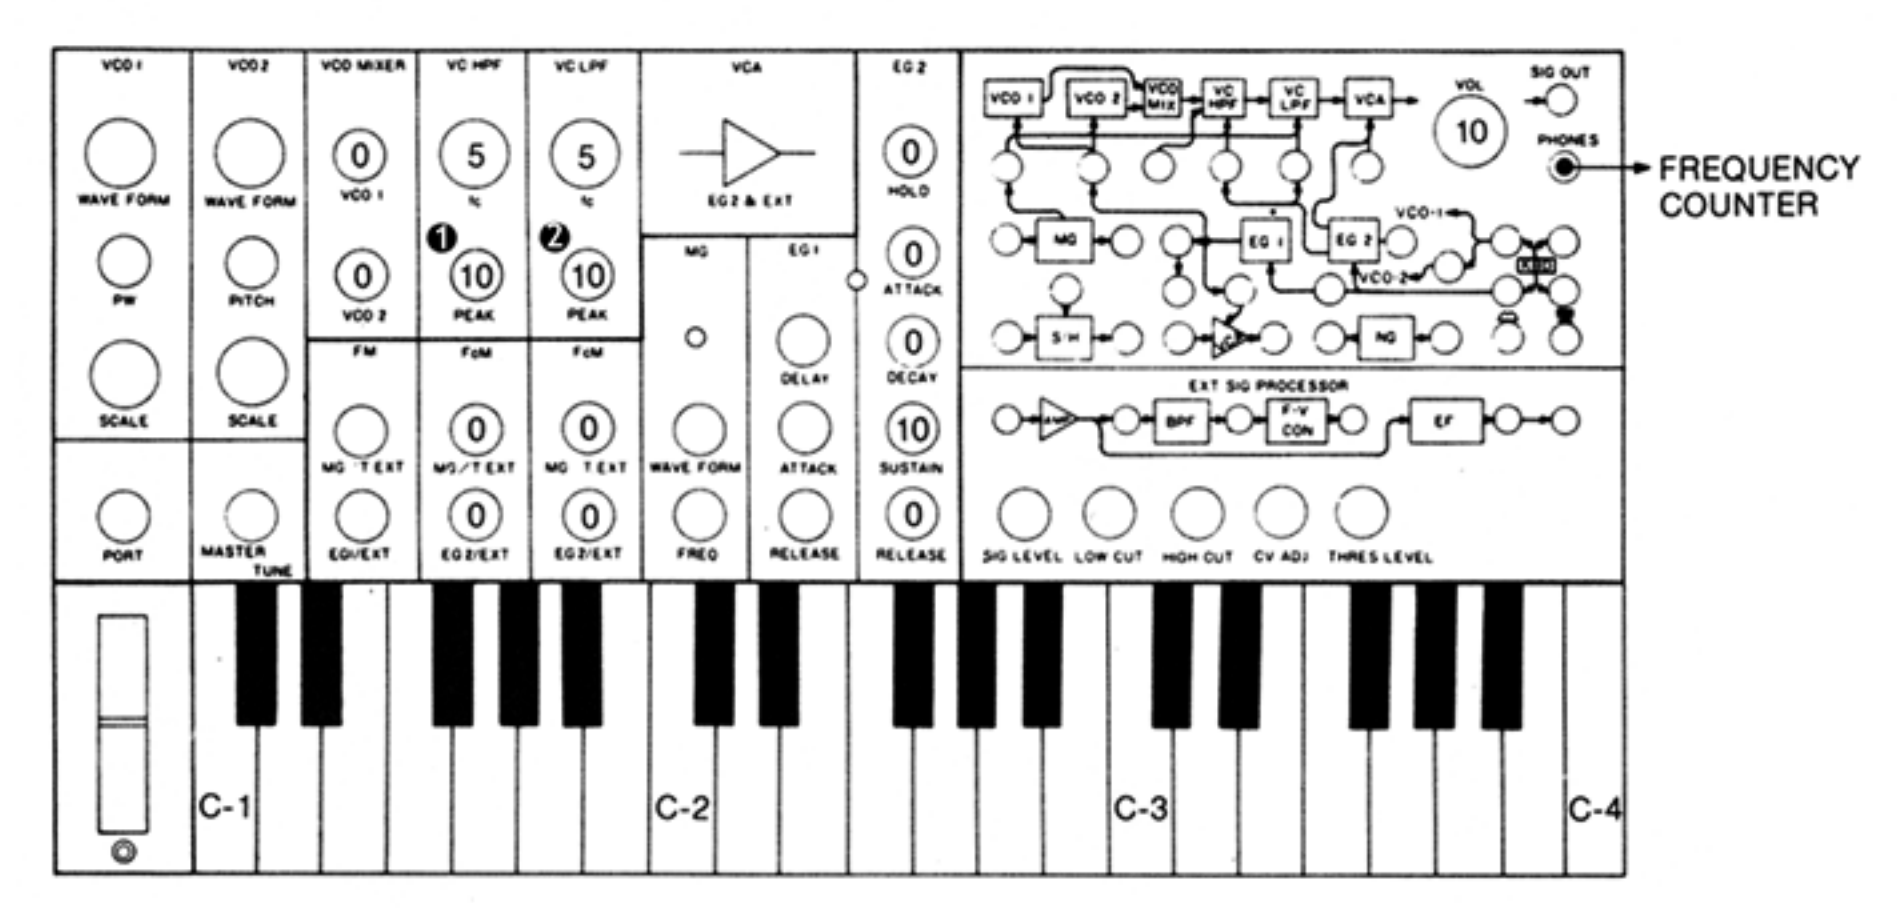

Fig. 2
Refer to the settings shown in figure 2. Set the LPF PEAK knob at "0", and the HPF PEAK knob at "10". Then adjust the ❶ semi-fixed screw as necessary so that the HPF oscillation frequency is 500Hz.